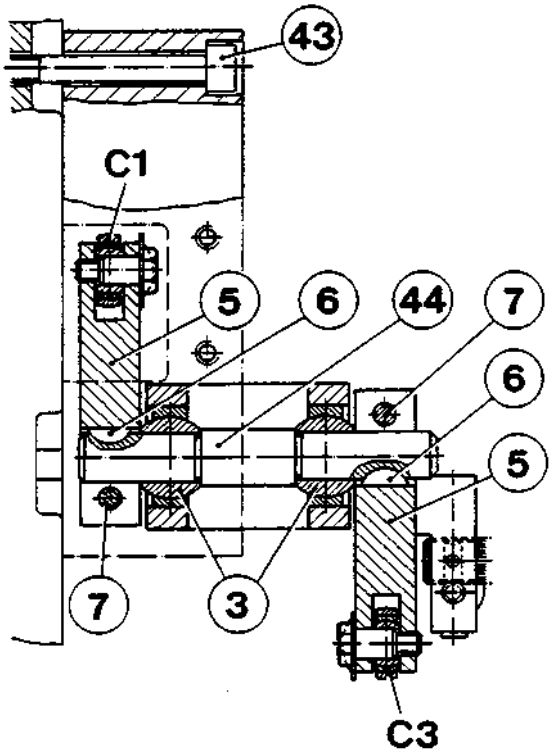

Fig. 6 Link bearings of bearing block
Release link rods C1 and C3 - Fig. 6 - at the levers (5), as described under ”Renewing Link Heads”. Unlock hex. bolts (7) and remove.